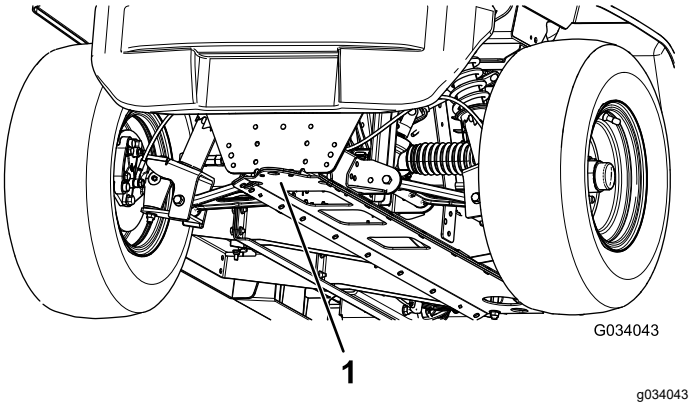

Figura 22
- O ponto de elevação dianteiro da máquina encontra-se na zona dianteira do chassis, por trás do garfo de reboque (Figura 22).